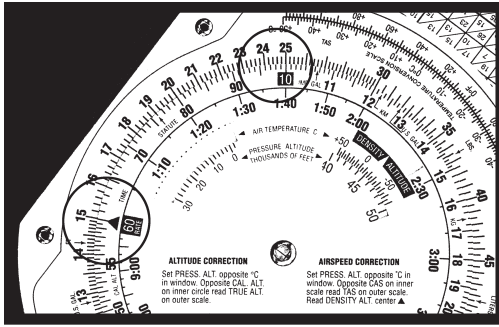

Figure 3
1. Set the rate arrow to 150. *See* Figure 3.